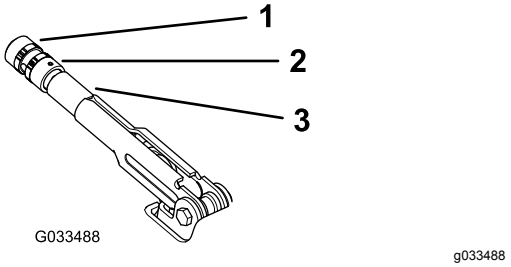

Bild 59
2. Lösen Sie die Stellschraube, mit der das Handrad am Feststellbremshebel befestigt ist (Bild 59).
3. Drehen Sie das Handrad (Bild 59), bis eine Kraft von 20 kg bis 22 kg erforderlich ist, um den Hebel zu betätigen.
4. Ziehen Sie die Stellschraube fest (Bild 59).